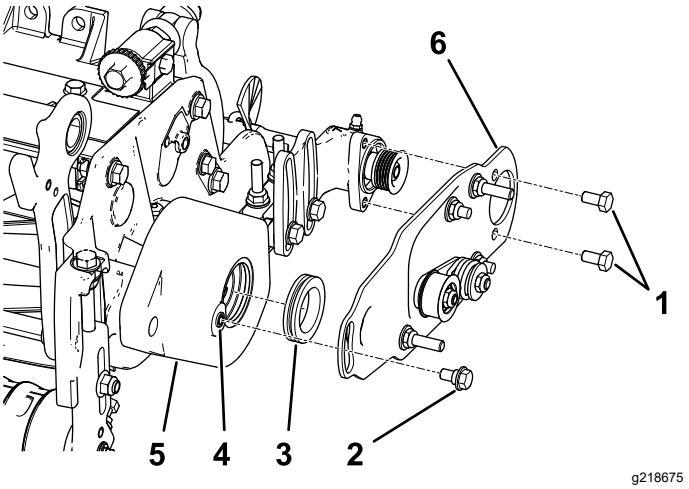

**Figur 12**
2. Stryk på ett lager fett på insidan av hylsan i rullborsthuset (Figur 12).
3. Montera rullborstens vänstra eller högra svängplatta (Figur 12).
**Obs:** Kontrollera att mellanremskiveenheten finns monterad längst ned så som visas i Figur 12.
4. Applicera gängtätningsmassa på de två skruvarna (5/16 x ½ tum) och använd dem för att montera borstplåten på rullborstens lagerhus (Figur 12).
5. Ta bort eventuell färg från gängorna på rullborsthuset med hjälp av en 5/16–18-tapp innan du skruvar i ansatsskruven (Figur 12)
6. Applicera gängtätningsmassa på ansatsskruven (Figur 12).
7. Fäst borstplåten på rullborsthuset med ansatsskruven (Figur 12).